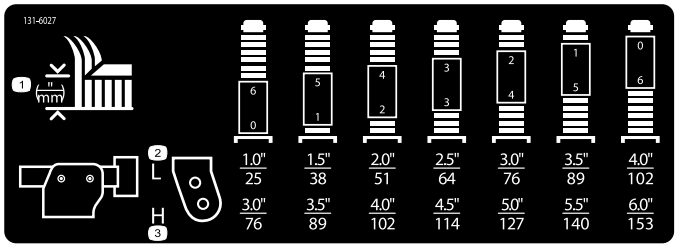

Figur 20
3. Placera svänghjulsaxlarna i samma hål i alla hjulgafflar. Ta hjälp av tabellen för att se vilka hål som är rätt för klipphöjdsinställningen (Figur 20).